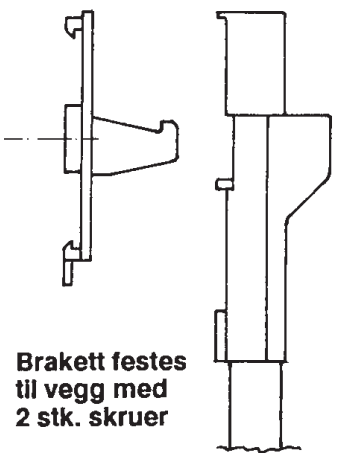

Fig. 8
- Skjøtekabelens spesialkontakter festes til vegg/bjelke med brakett som er påsatt kontakten (fig. 8). Denne kabel må forlegges av elektroinstallatør (forlegningsmåte 51 § 521.2). Det er viktig at kabelen har riktig lengde så unødvendig oppkveiling unngås. Det er heller ikke tillatt å skjøte flere skjøtekabler etter hverandre.